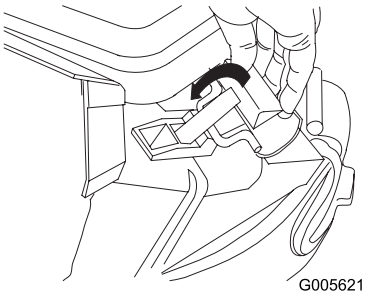

Figuur 25
4. Trek de handgreep naar achteren, totdat de handgreepvergren deling in de uitsparing in de zakdeurvergrendeli ng vastgrijpt (Figuur 25).